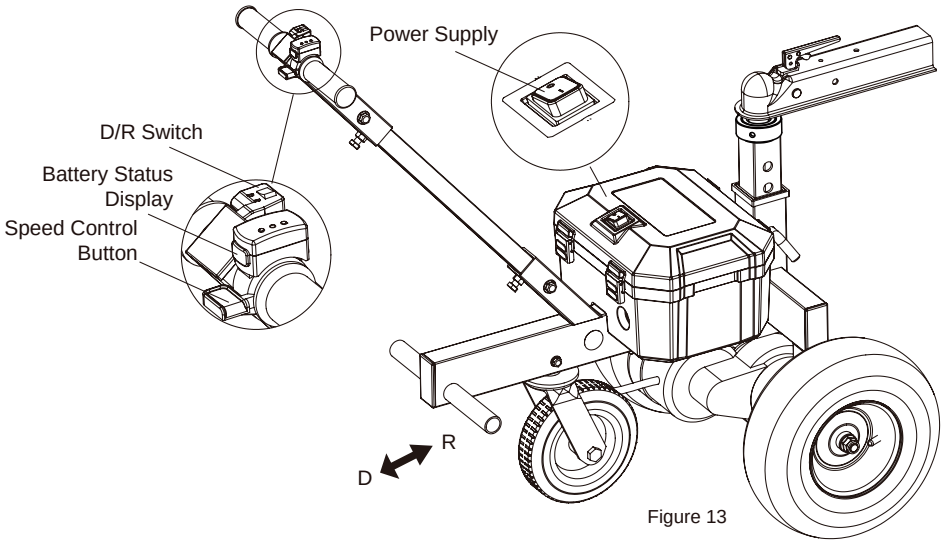

Figure 13
3. Switch on the power and speed controller button. Check the battery status. Switch the button into Forward or Reverse, and move the dolly with the speed controller knob. The speed can vary up to 1.5mph. **(See Figure 13)**